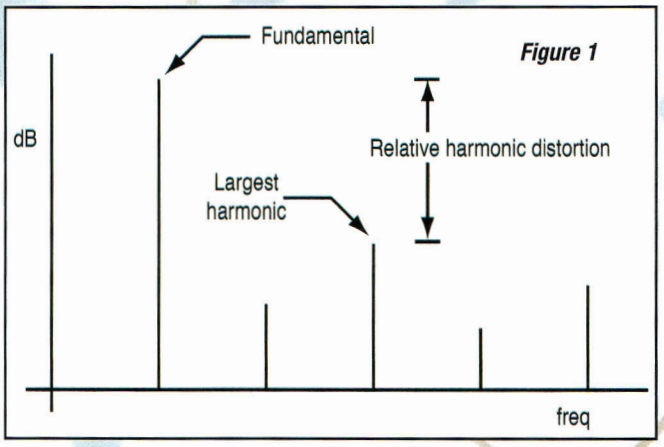

Figure 1
Tout amateur d'électronique averti sait qu'une simple mesure de tension aux bornes de l'élément primaire(1) à l'aide d'un voltmètre pour tension continue ne permet pas de faire une mesure fiable de l'état de la pile. En plus de la mesure de tension à ses bornes, il convient de faire débiter un courant à la pile. Le fait d'y connecter une simple résistance (de puissance) de quelques ohms permet déjà d'effectuer des mesures plus réalistes de la capacité résiduelle de l'élément. Une simple application de la loi d'ohm permet de connaître la valeur de la résistance à mettre en oeuvre pour mener à bien cette expérimentation représentée à la Figure 1.
La figure 1 illustre une mesure typique de distorsion harmonique exprimée le plus souvent en terme d'amplitude du plus fort harmonique, donnée en dB par rapport à la fondamentale.